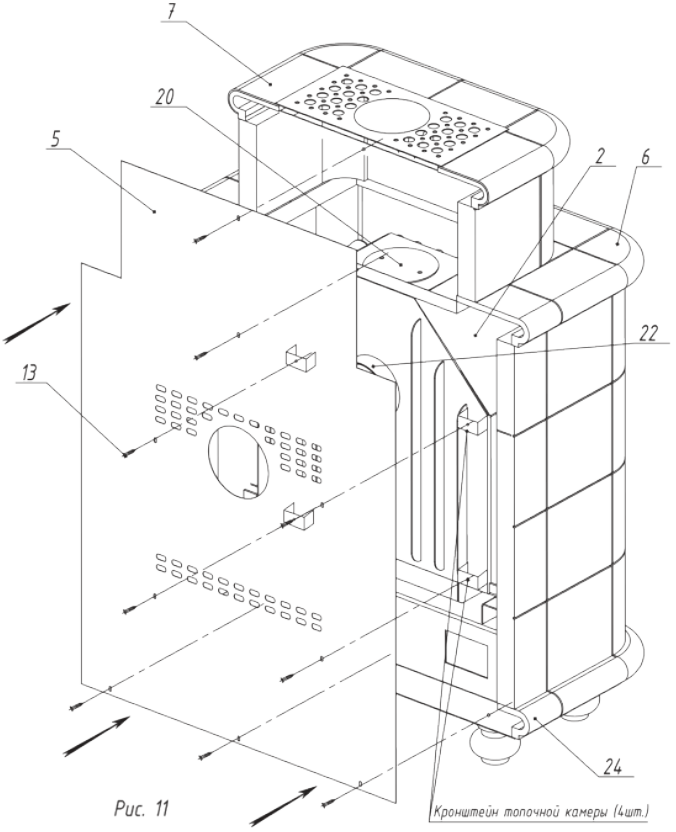

Рис. 11
13. Задний лист 5 крепится к кронштейнам топочной камеры 2, нижней панели 24, средней панели 6, верхней панели 7 с помощью саморезов 13 (Рис. 11)